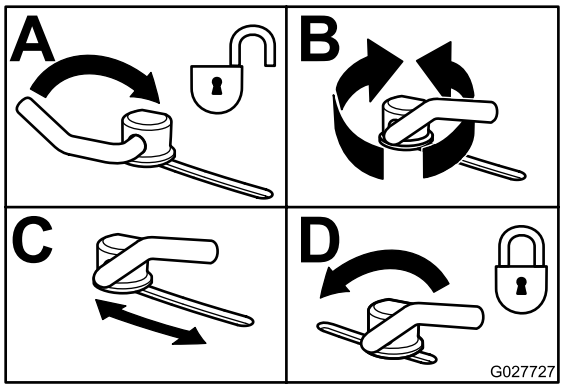

Figur 31
3. Sving spaken opp for å løsne kamlåsen for å justere kamlokkene (Figur 31).
5. Sving spaken tilbake over for å stramme til skjermen og kamlåsene (Figur 31).